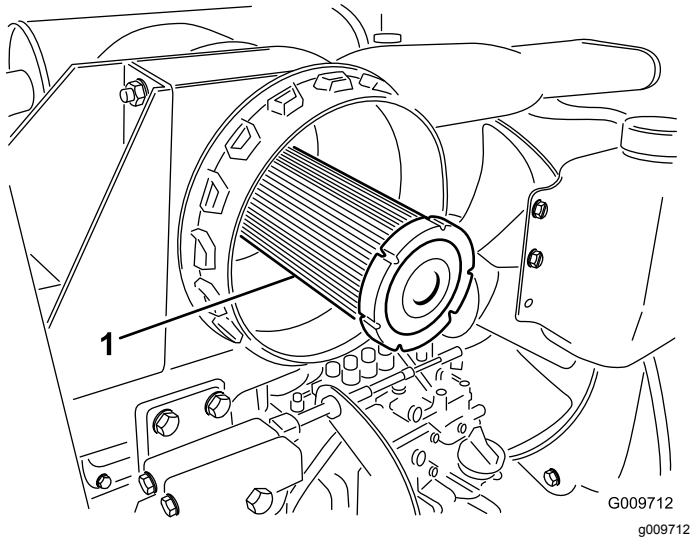

**Figur 52**
***Viktigt:*** **Försök aldrig att rengöra säkerhetsfiltret (Figur 52). Byt ut säkerhetsfiltret mot ett nytt var tredje gång huvudfiltret servas.**